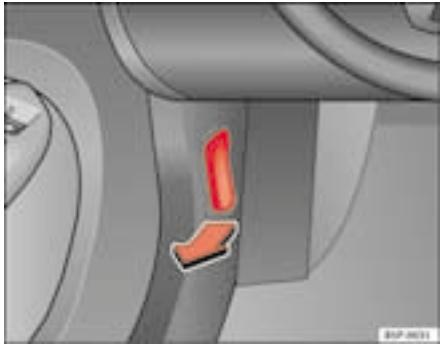

Fig. 138 Details of the driver-side foot well: bonnet release lever
– To release the bonnet, pull the lever under the dashboard ⇒ fig. 138 in the direction indicated (arrow). The bonnet will be released by a spring action ⇒ ⚠.